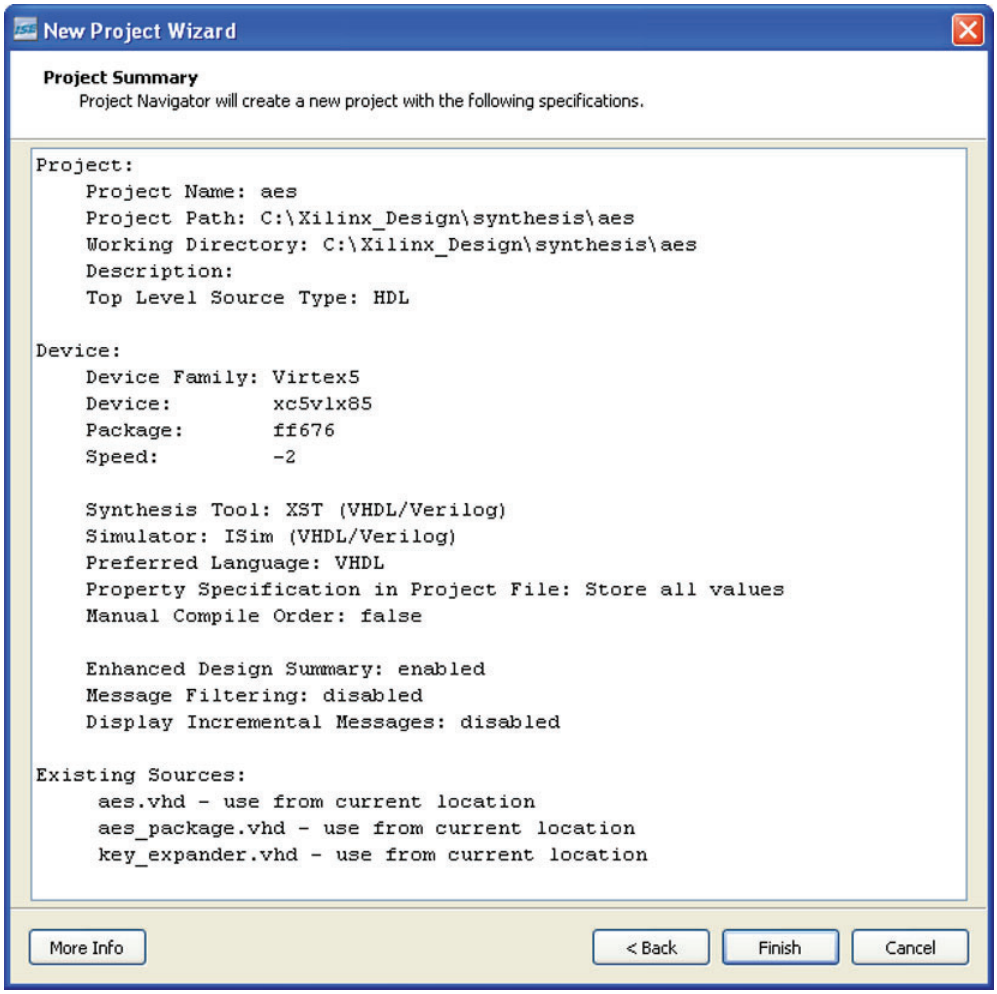

Figure 2-10: **New Project Wizard (Project Summary)**
10. Click **Finish** (see Figure 2-10).